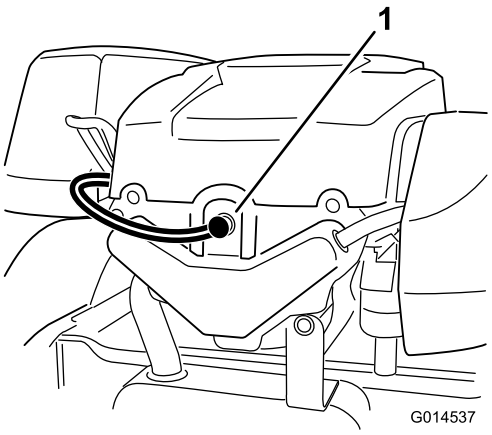

Figur 36
2. Trekk ut ledningen til tennpluggen (Figur 36). Rengjør rundt tennpluggen for å unngå at partikler faller ned i motoren og forårsaker eventuell skade.
3. Press kabelen på tennpluggen (Figur 36).